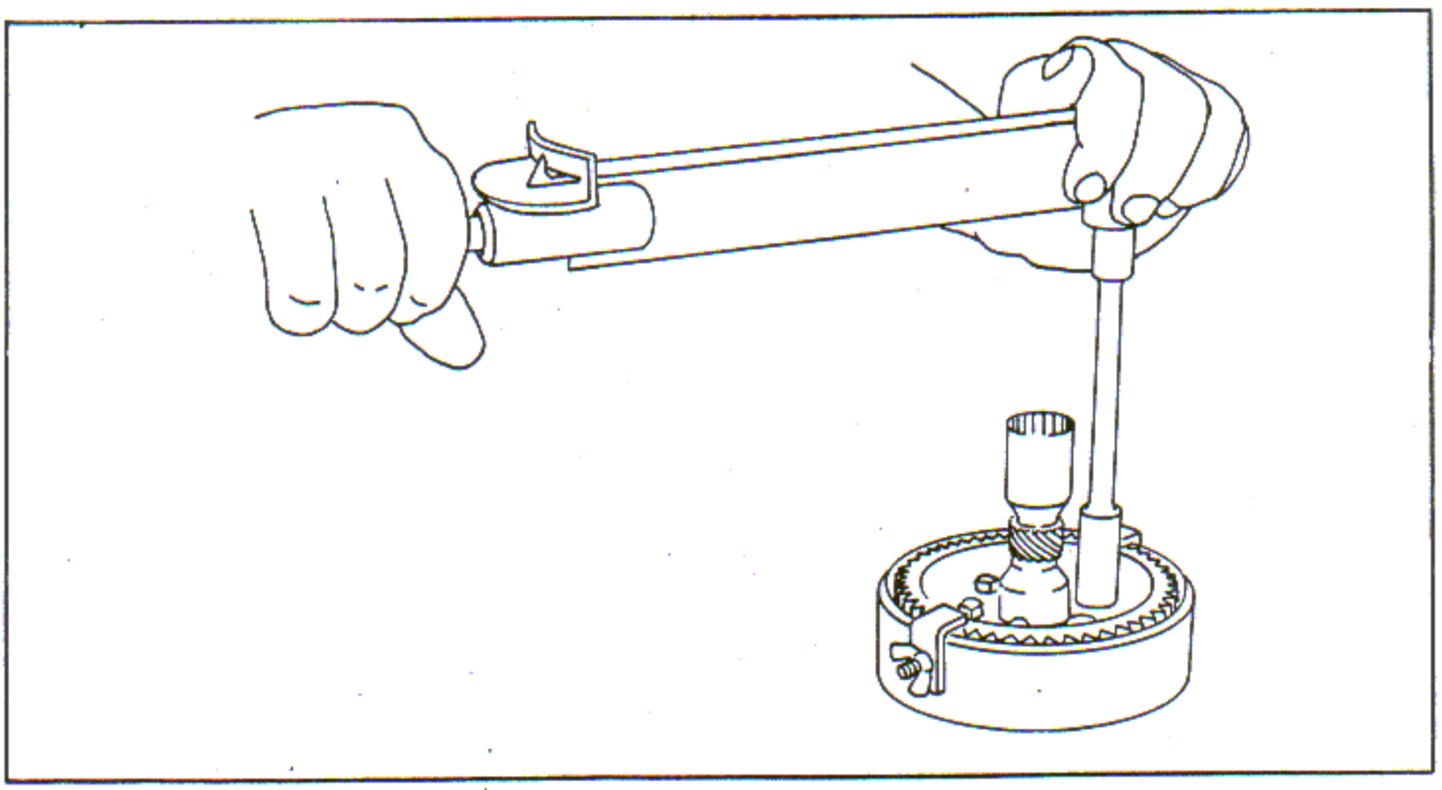

Figure 7-38. Torquing Magneto Drive Gear to Shaft Screws
d. If the clearance between the diffuser plate and the impeller is insufficient, replace the impeller shaft gear washer with one that is thick enough to give the correct clearance. If an impeller shaft gear washer of desired thickness is not available, face off an oversize washer on the shouldered side. See figure 7-38. If the clearance between the diffuser plate and the impeller is too great, the washer should be faced off to bring the clearance within the specified limits. Thickness of the faced washer must be held uniform within 0.002 inch.
c. Install the assembly in fixture and place in vise. See figure 7-38.